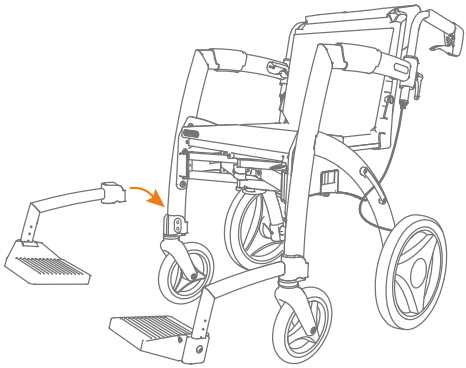

Figuur 39: Voetsteunen plaatsen.
e. De voetsteunen bevinden zich in de rolstoeltas. De voetsteunen plaatst u aan de voorzijde van de Rollz Motion in de voetsteunhouders. Laat ze vanaf de bovenzijde van de voetsteunhouders naar beneden glijden **(Figuur 39)**. Glijden de voetsteunen niet soepel over de voetsteunhouders? Zet dan geen kracht. Breng ze weer naar boven en probeer het opnieuw.